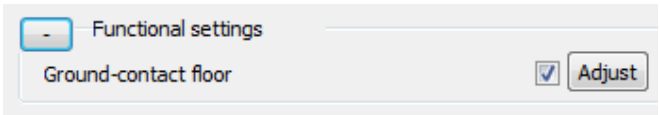

Figure 26 – Ground-contact floor
- Ticking the "Ground-contact floor" tick box (Figure 26)
- Then click "Adjust" (Figure 26)